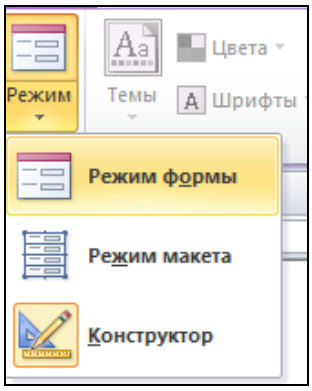

Рис. 3.13. Переход в режим *Формы*
13. Проверка работы кнопки осуществляется в режиме *Формы*. Для этого на вкладке *Конструктор* в разделе *Режимы* выбирается режим *Формы* (рис. 3.13).